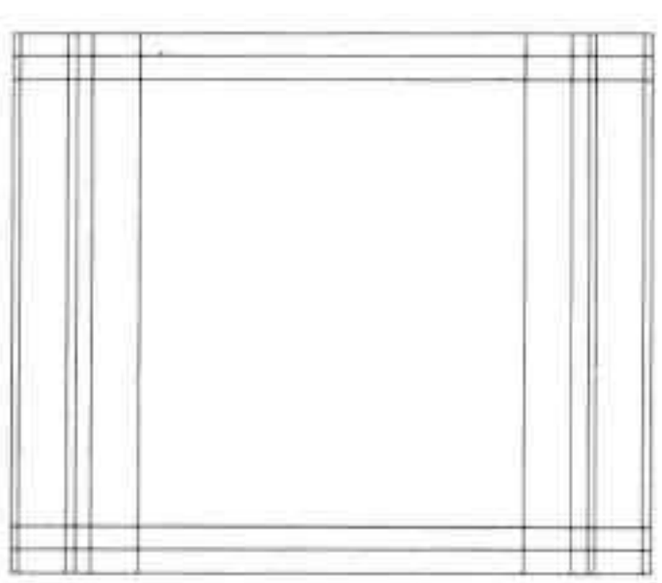

图20-15 偏移线段
Step 03 执行“偏移”命令，将矩形两侧线段向内各依次偏移 50mm、300mm、50mm、100mm 和 300mm，如图 20-15 所示。